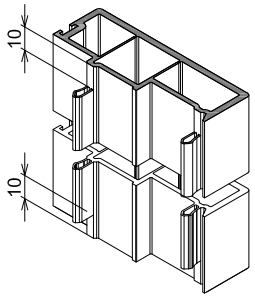

Abb. 1 Rastfüße oben und unten entfernen
- Flügelabdeckung **76649** zuschneiden (siehe Abzugsmaße) und die Rastfüße oben und unten 10 mm entfernen (Abb. 1).